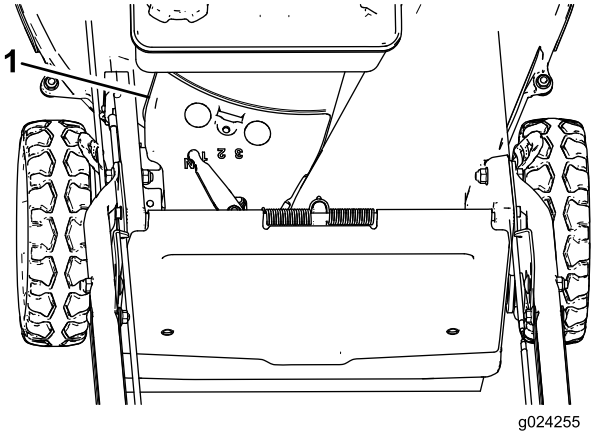

Figuur 36
3. Verwijder de riemkap (Figuur 36) van de maaikast.